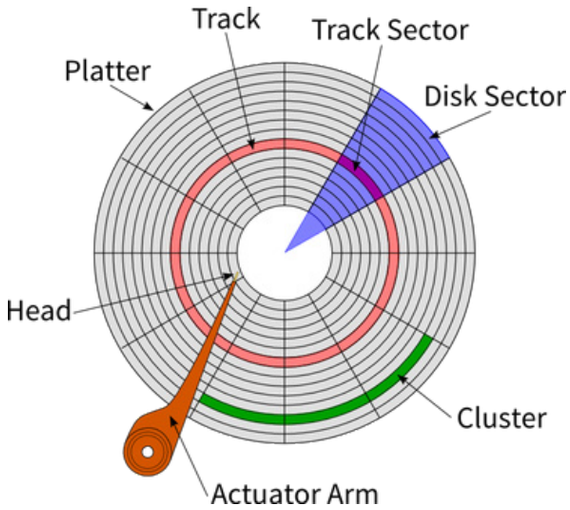

Figure 9.31 : Working of HDD
A hard disk typically works on the principle of simple magnetism to store the data and information. A hard drive typically consists of a large plate that is usually made up of a magnetic material and is known as a platter. The figure 9.31 shows the working of HDD. The platter is usually constructed in a circular shape. The surface of the magnetic plate is divided into billions of tiny compartments. The magnetization of the tiny areas can be performed independently. Magnetized tiny area of the plate denotes a binary high and is equivalent to binary value one (1); whereas, the demagnetized tiny area denotes a binary low and is equivalent to binary value zero(0). This indicates that the letters, numbers, and other forms of data stored by the hard disk drive are a combination of binary values, i.e., zeroes or ones. The smallest portion of the information stored by the hard disk drive is known as a bit. The process of magnetization of materials is typically preferred to store information in the disks as it does not get affected by switching off the power supply. The data is retained by the drive even if it is not connected to the power supply for a long time period. The magnetized portion of the hard disk tends to stay magnetized until it is externally demagnetized, thereby allowing reliable storage of data.